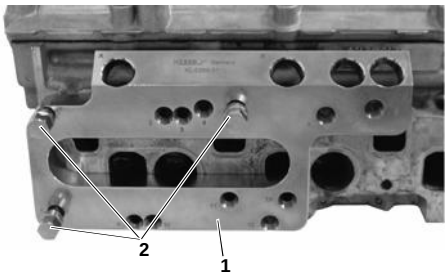

Fig. 5: Insert setting bolt, fasten base plate with screws.
6. Insert setting bolt **pos. 3** into the appropriate guide bore of the base plate and tigthen the special screws **pos. 2** to approx. 20 Nm. **(fig. 5)**
7. Remove setting bolt **pos. 3**.